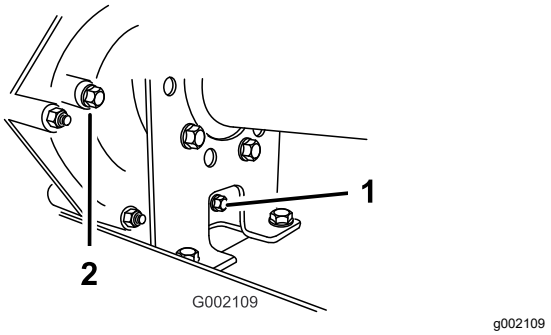
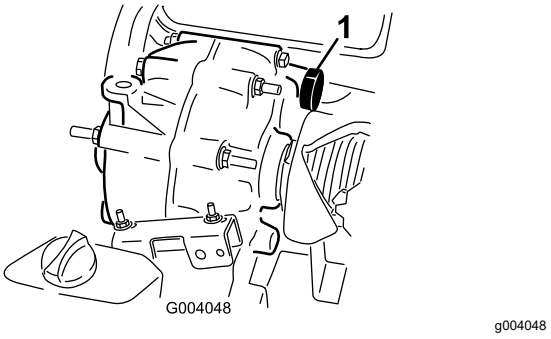

Figur 56
Figur 57
2. Tør området omkring påfyldnings- og aftapningsproppen ren med en klud (Figur 56).
4. Afmonter påfyldningsproppen ved at dreje den mod uret (Figur 56).
5. Afmonter aftapningsproppen ved at dreje den mod uret (Figur 56).
6. Monter og tilspænd aftapningsproppen og pakningen i aftapningsproppens åbning i transmissionen (Figur 56).
7. Fyld beholderen (Figur 57) gennem påfyldningsproppens åbning med cirka 1,4 liter af den angivne væske, eller påfyld, indtil væskestanden i transmissionen er på niveau med bunden af gevindene. (Figur 56).
8. Monter og tilspænd påfyldningsproppen og pakningen i påfyldningsproppens åbning på transmissionen (Figur 56).
10. Kontroller væskestanden, og fyld mere væske på, hvis niveauet er under gevindene i påfyldningsproppens åbning (Figur 56).